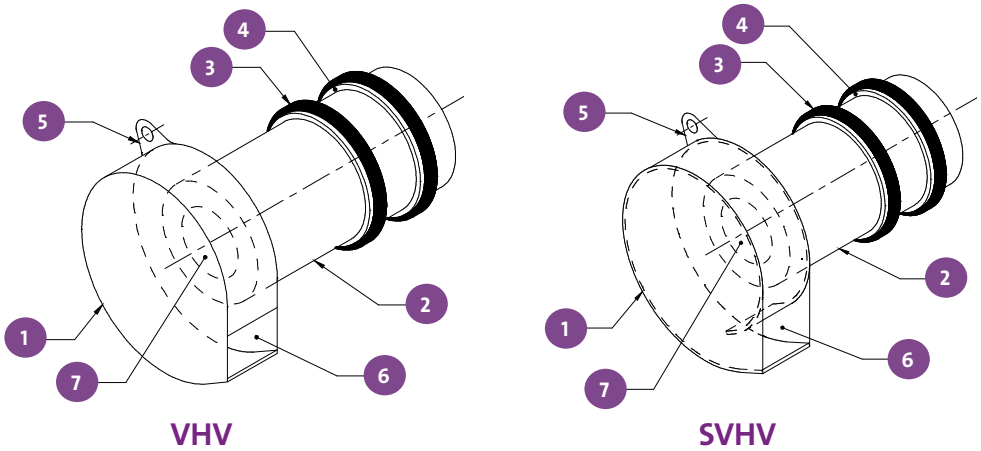

FIGURE 1: RÉGULATEUR DE DÉBIT À VORTEX HYDROVEX® VHV / SVHV
Les régulateurs de débit HYDROVEX® VHV / SVHV (voir Figure 1) sont des appareils entièrement fabriqués en acier inoxydable. Chacun est constitué d'un corps (1) à l'intérieur duquel s'effectue le contrôle du débit. Un manchon (2) est soudé au corps pour permettre son insertion convenable à l'intérieur du tuyau de sortie du regard. Deux joints toriques (3) en caoutchouc assurent l'étanchéité et le maintien du manchon dans le tuyau. Deux barres soudées (anneau de retenue) (4) au manchon empêchent les joints toriques de se déplacer durant l'installation et le fonctionnement du régulateur.